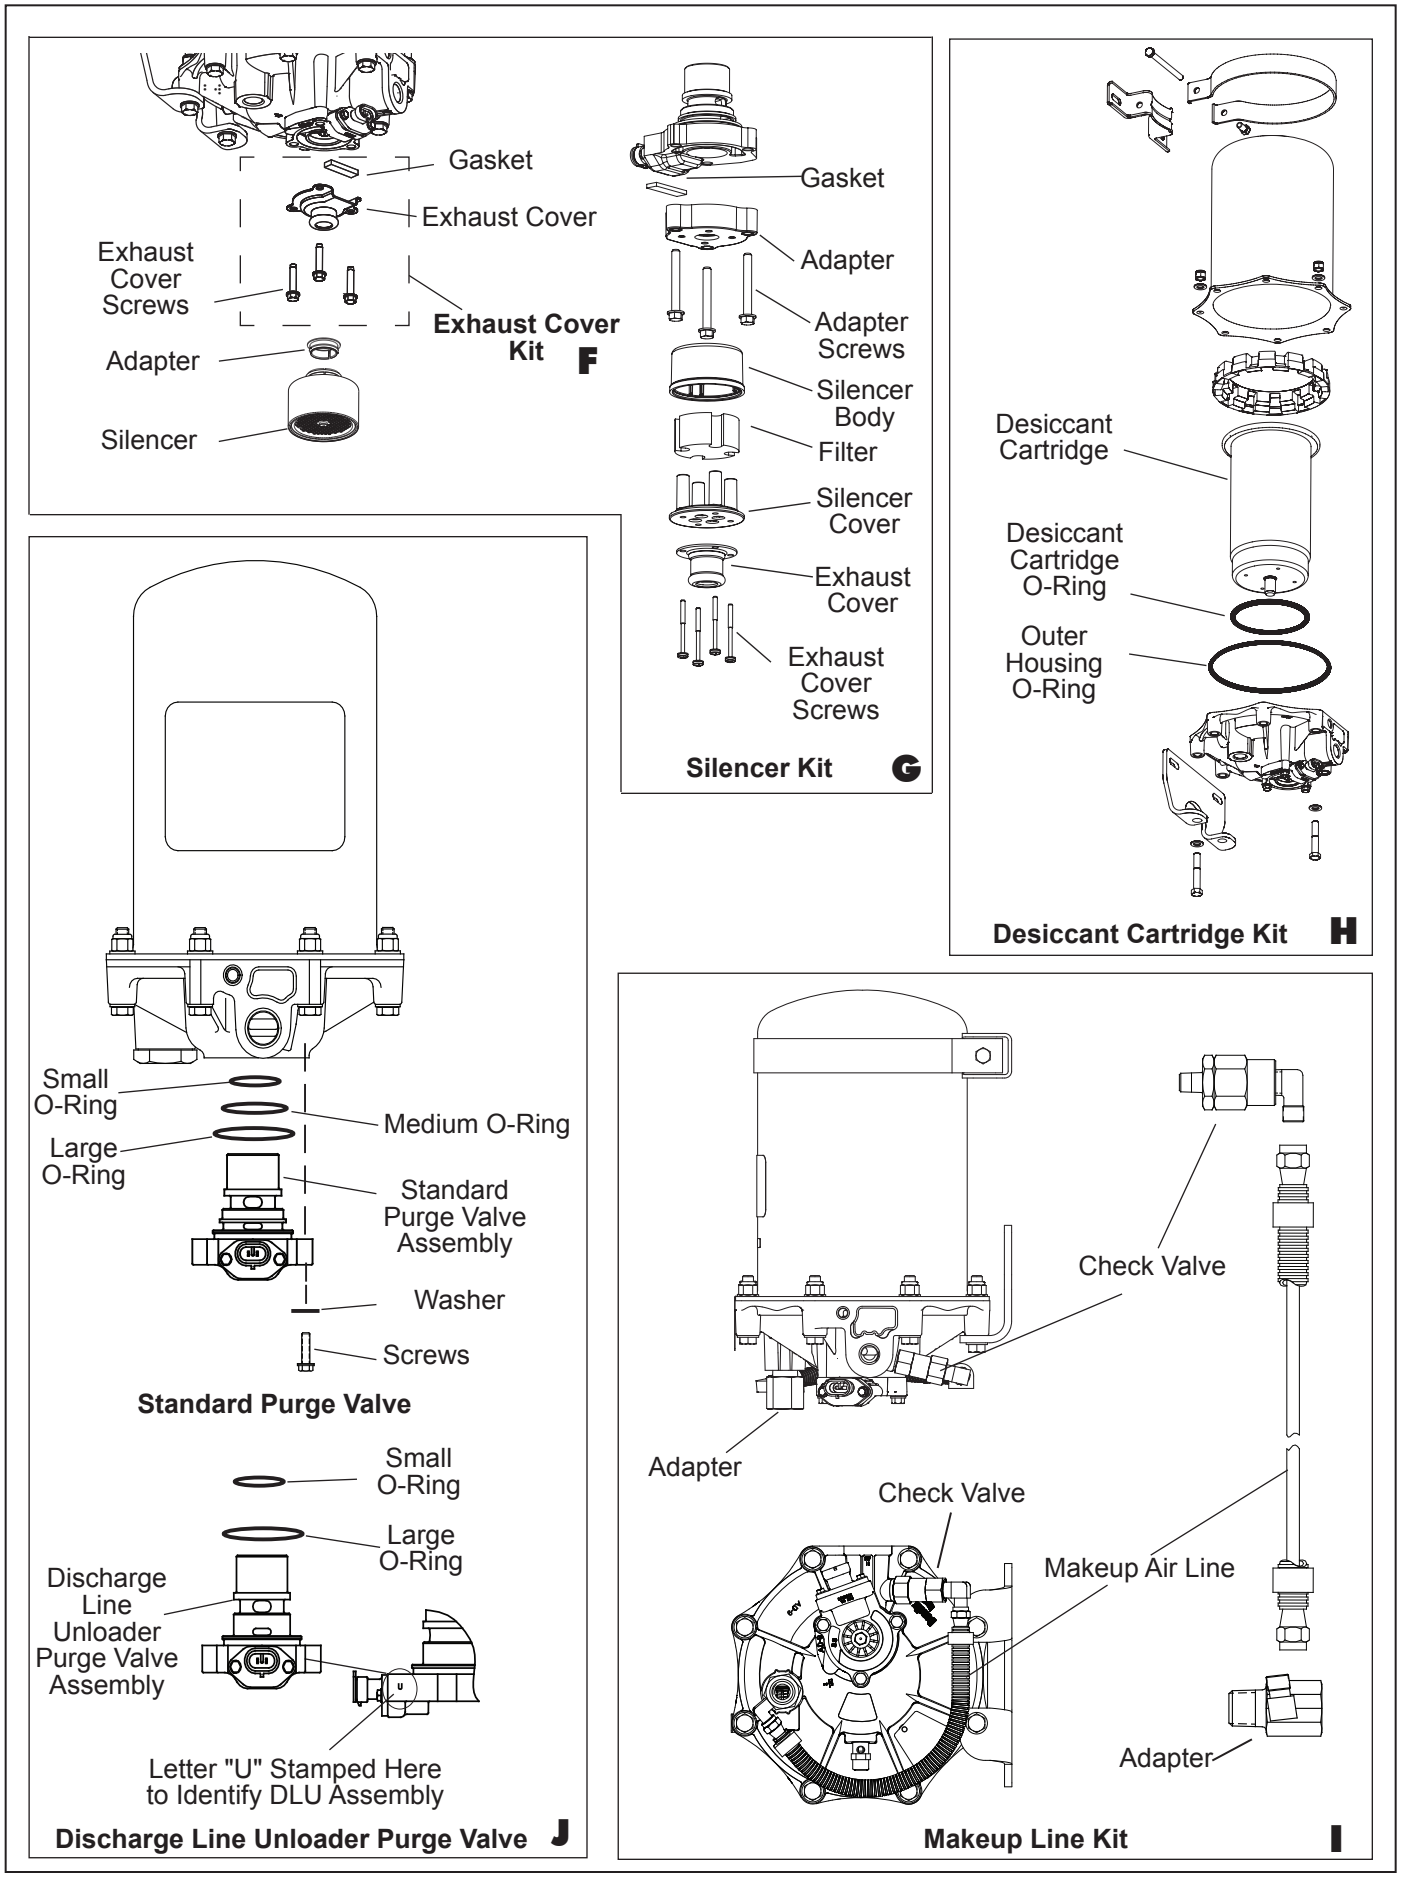

Figure 8 – Maintenance Kit Contents (Illustrations F Through J)
If the air dryer purge valve has a silencer attached to it, identify the style of silencer before attempting to remove it. There are two different styles of silencers that have been used with the Bendix® AD-9® and AD-9® PG (with PuraGuard® coalescing filter) air dryers. One design is secured to the air dryer purge valve adapter with four cap screws that are visible from the bottom. The other is a snap-on design. *See Figure 8, illustration G.*
1. Remove the three 1/4" screws that secure the purge valve housing assembly to the end cover assembly. Pull the purge valve housing assembly out of the end cover assembly. Remove the three o-rings from the exterior of the purge valve housing assembly. (The medium o-ring is not included in DLU models.) The o-rings may be lodged in the end cover bores, if so, they must be removed. *Refer to Figure 8, illustration J.*